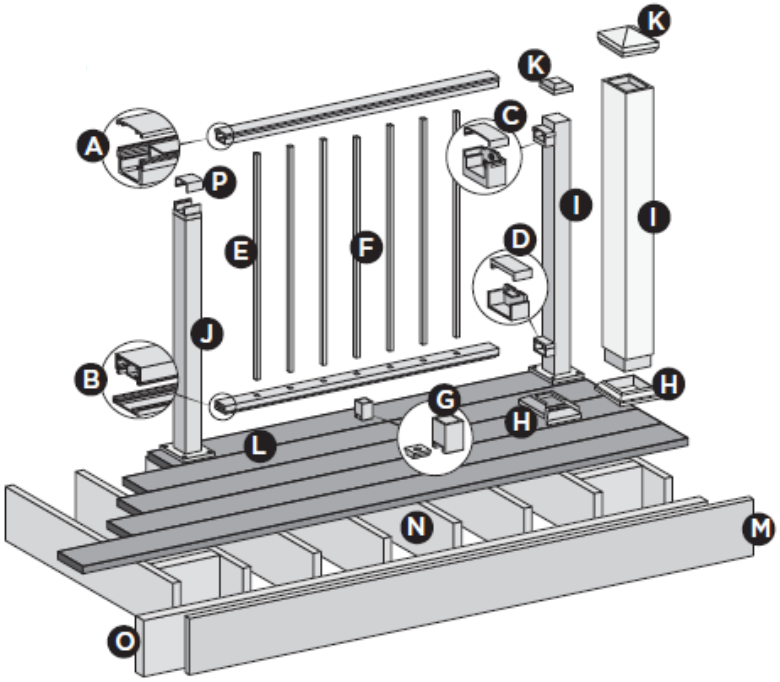

FIGURE 1 – TREX® SIGNATURE®
5.3 For the *Trex® Signature® Railing,* aluminum balusters are inserted into routed holes in the aluminum rails and secured via PVC rail inserts that are installed internally to the rails. See Figure1. For the *Trex® Signature® Mesh* and *Trex® Signature® Glass,* the glass and mesh infill panels are inserted into the top rail and slides up to clear bottom rail. The panels are aligned with the bottom insert and pushed down into that insert. See Figures 3 and 4.